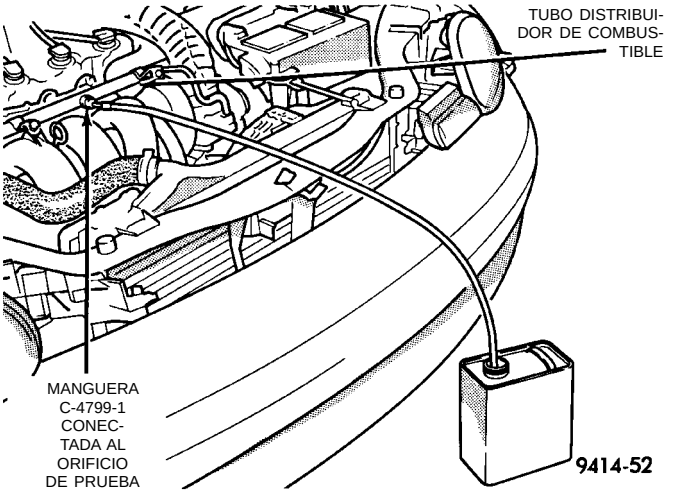

Fig. 12 Descarga de la presión de combustible
(5) Coloque el extremo abierto de la manguera de descarga de presión de combustible, herramienta número C-4799-1, en un recipiente de gasolina aprobado. Conecte el otro extremo de la manguera al orificio de prueba de presión de combustible (Fig. 12). La presión de combustible se purgará a través de la manguera en el recipiente de gasolina. El indicador de combustible C-4799-A contiene la manguera C-4799-1.